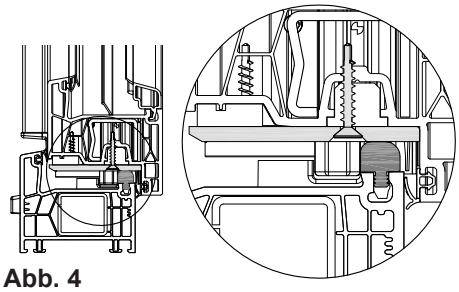

Abb. 4
3. Um das untere Lager einstellen zu können, wird der Flügel mit dem Lager über den Drehteillager - Einlauf geschoben und mit Schraubzwingen fixiert, so dass die Teflongleiter fest auf der Gleitschiene **A028** aufliegen (Abb. 4). Der Schiebeflügel sollte oben und unten an den Hilfslinien anliegen (Abb. 1 u. 3).